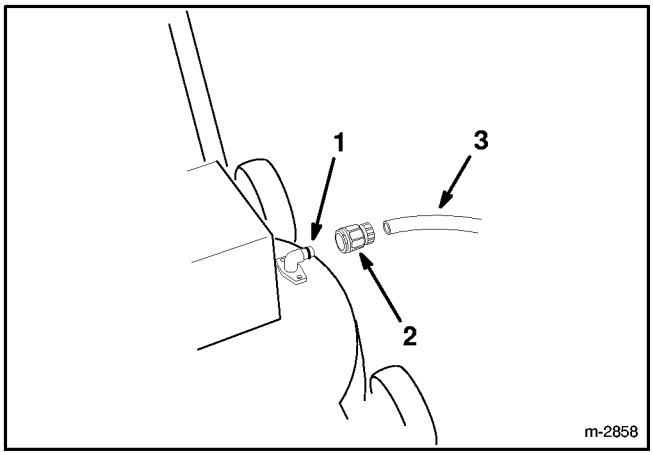

**Abbildung 29**
**2.** Eine Schnelltrennkupplung (separat erhältlich) am Ende des Gartenschlauchs anschließen. Die Kupplung am Spülanschluß des Rasenmähers anschließen und das Wasser aufdrehen (Abb. 29).